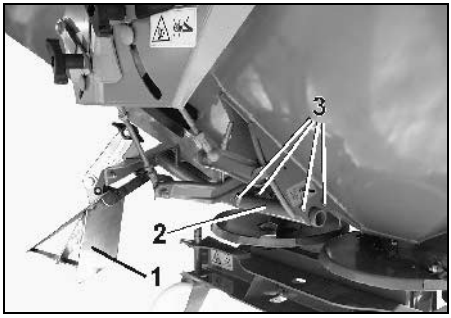

Rys. 65
- Drążek (Rys. 65/2) ekranu wysiewu granicznego (Rys. 65/1) zamocować śrubami mocującymi (Rys. 65/3) na płycie daszku rozsiewacza..